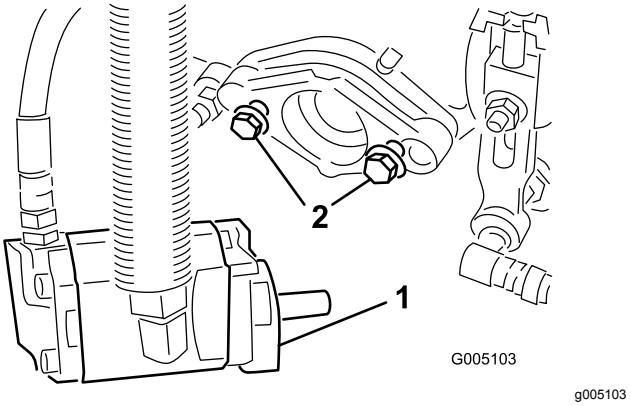

Figur 10
6. Kontrollera att cirka 13 mm av gängorna syns på alla fästskruvar till cylinderdrivmotorn (Figur 10).
9. Dra åt fästskruvarna (Figur 10).